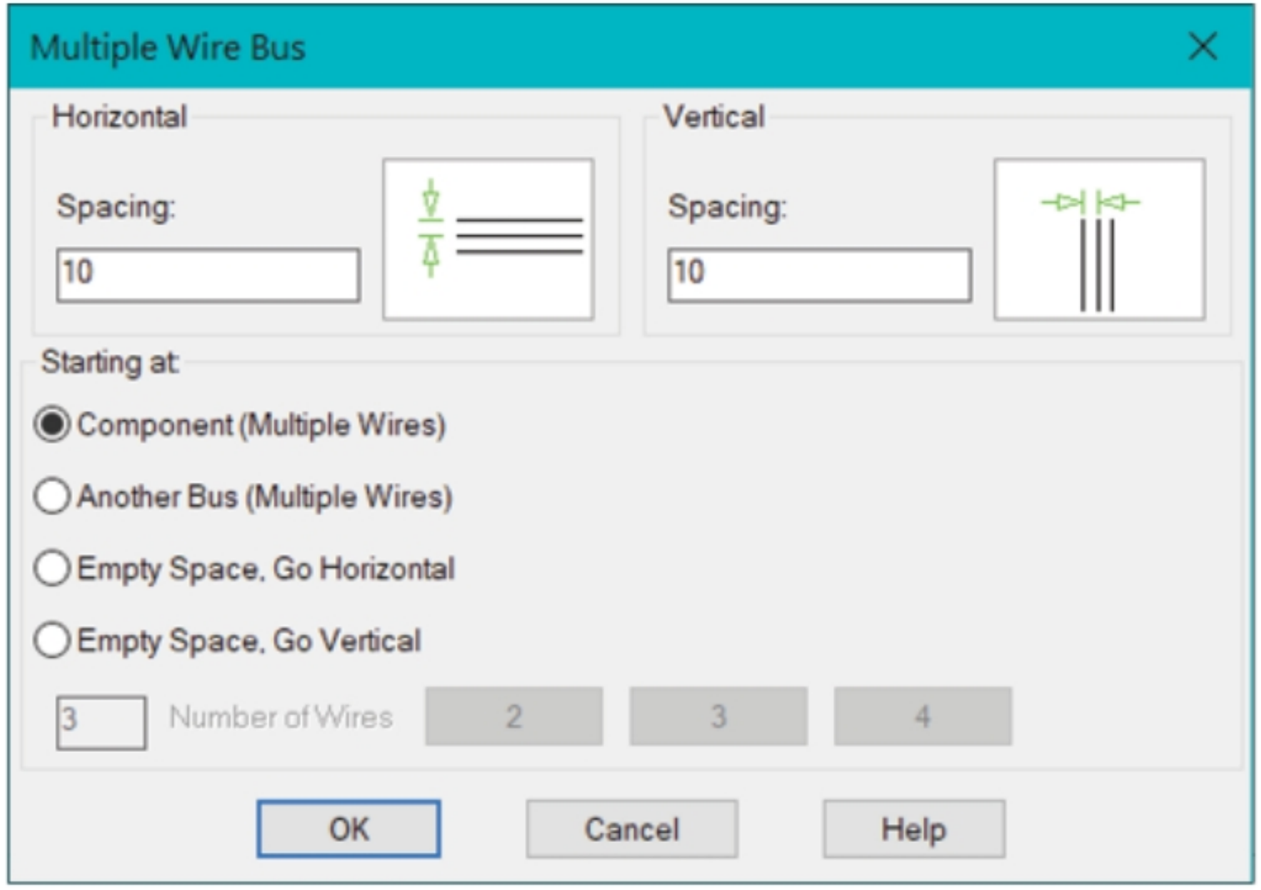

Figure-54. Multiple Wire Bus dialog box with Component radio button selected
- Click on the **Multiple Bus** tool from the **Insert Wires/Wire Numbers** panel in the **Ribbon**. The **Multiple Wire Bus** dialog box will be displayed; refer to Figure-54.